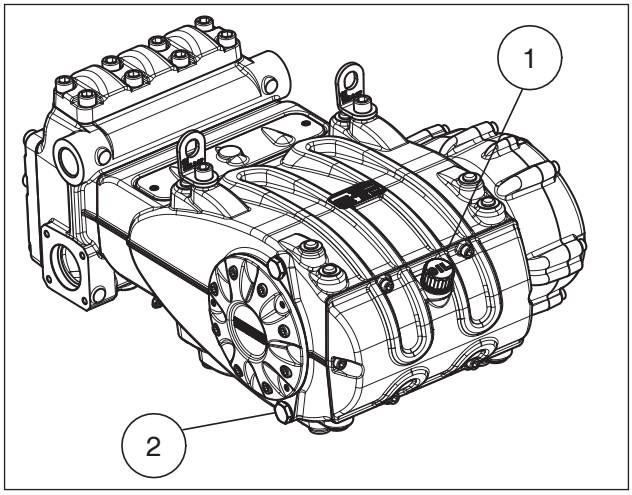

Fig. 3
Verifique o nível do óleo com a vareta da haste do nível do óleo especial, equipada de entalhes de mínimo e máximo ①, Fig. 3. Se necessário, complete até repor o nível.
A troca do óleo é executada com bomba de temperatura de trabalho, removendo: a haste do nível do óleo pos. ②, Fig. 3.
Use uma sonda de temperatura para introduzir no interior do dreno do óleo, pos. ② Fig. 3. Veja manual de "PROTEÇÃO CONTRA EXPLOSÃO ATEX".